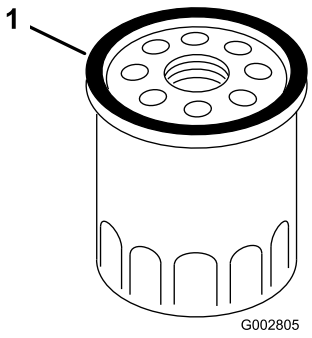

Figur 28
7. Använd fingret för att smörja packningen på det nya filtret med olja (Figur 28).